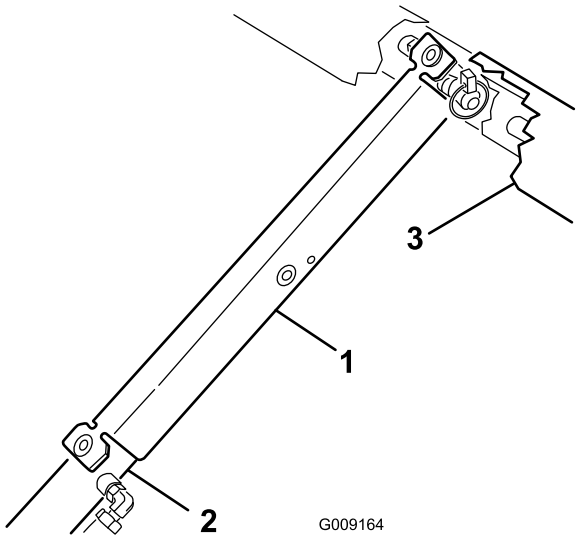

Figur 13
3. Skub sikkerhedsstøtten ned over cylinderstangen, og sørg for, at støtteendetapperne hviler på enden af cylinderløbet og cylinderstangenden (Figur 13).